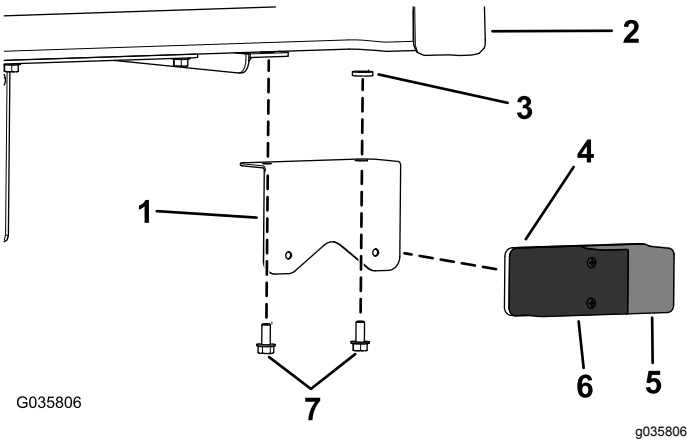

Рисунок 1
2. Установите задний тормозной сигнал и указатель поворота на нижнюю часть грузового кузова и опору грузового кузова, используя кронштейн, 2 винта с шестигранными головками (5/16 x ¾ дюйма) и 2 проставки (5/16 дюйма), как показано на Рисунок 1.
Примечание: Убедитесь в том, что красные рассеиватели (тормозные сигналы) расположены внутри, а желтые рассеиватели (указатели поворота) расположены снаружи (Рисунок 1).